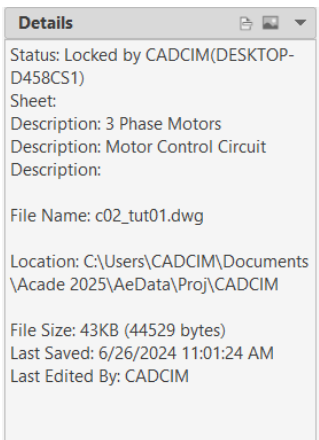

Figure 2-65 *The* ***Details*** *rollout displaying the description of C02_tut01.dwg*
6. Choose the **OK** button from the **Create New Drawing** dialog box; you will notice that the drawing that you created gets added to the active project. To view the drawing that you created, double-click on **CADCIM** in the **PROJECT MANAGER**; the drawing list is displayed and the drawing *C02_tut01.dwg* appears in bold text in the **PROJECT MANAGER**. In this case, the active project is **CADCIM** and therefore, the drawing gets added to this project. Click on the drawing; the details and the preview of the drawing are displayed in the **PROJECT MANAGER**, as shown in Figures 2-65 and 2-66.